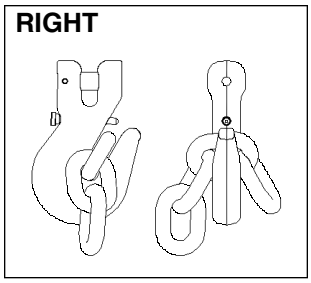

Figure 1
- Always make sure hook supports the load. The pin latch must never support the load. (See Figure 1, 2, 3 and 4).